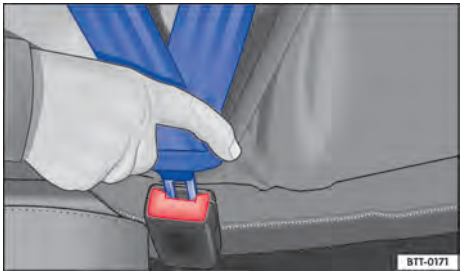

Fig. 48 Introduzir a lingueta do cinto de segurança no fecho do cinto de segurança.
– Introduzir a lingueta do cinto firmemente no fecho do cinto de segurança correspondente ao assento → Fig. 48.